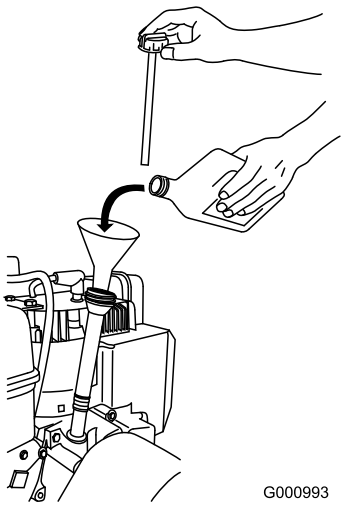

Figura 18
1. Togliete l'asta di livello e versate **lentamente** l'olio nel tubo di riempimento fino a portarne il livello al segno di pieno (Full) sull'asta. **Non riempite troppo** (Figura 18).